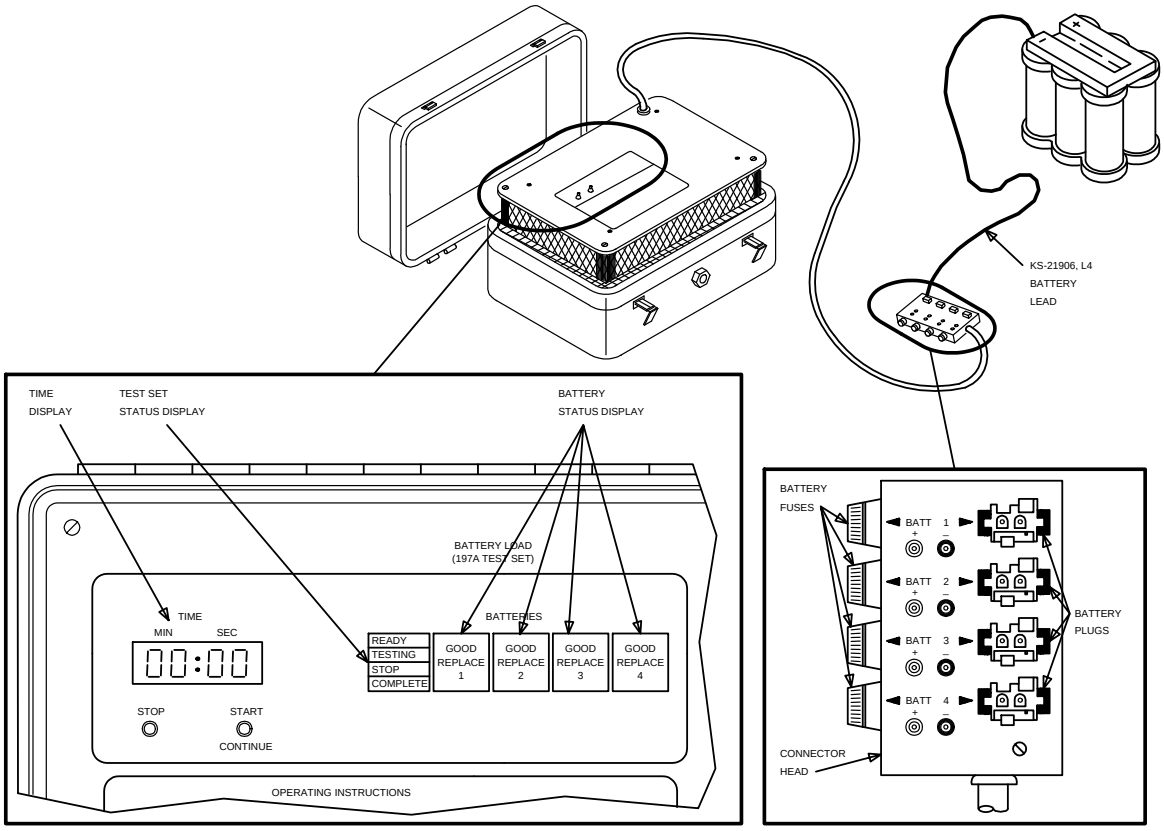

**Figure 1 – 197A Battery Load Test Set Arrangement**
1. Obtain **197A BATTERY LOAD TEST SET** (Figure 1).